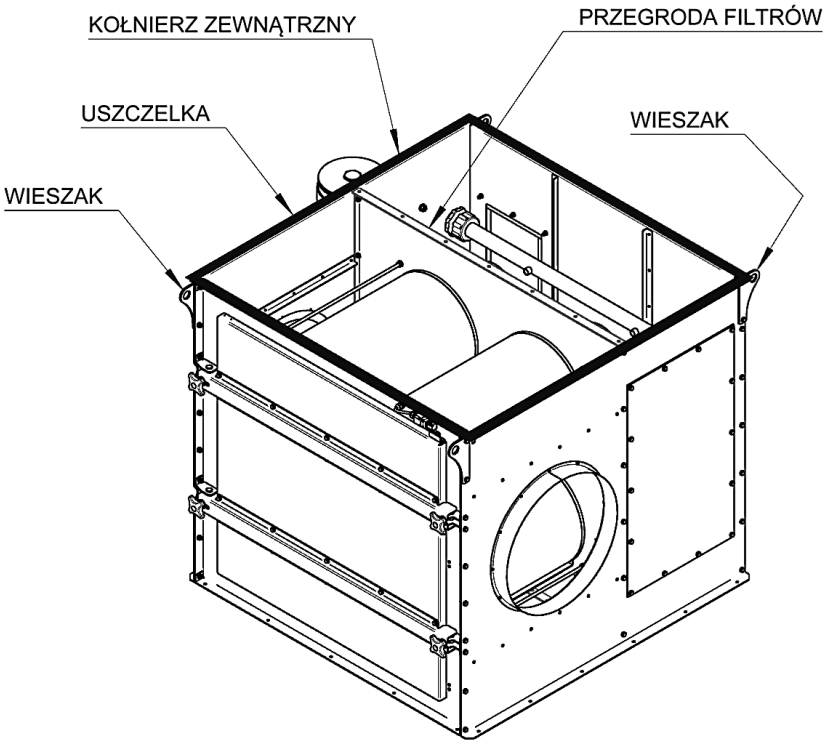

Rysunek 21 Komora filtracyjna
D. Nałożyć pierwszą komorę filtracyjną na ramę nośną. Użyć wieszaków zamontowanych w narożach komory – patrz Rysunek 21 na str. 33. Zwrócić uwagę na doleganie powierzchni przylegających i stan uszczelnienia. Skręcić elementy śrubami M8 dołączonymi do urządzenia.
⚠	Podczas skręcania komór urządzenia ze sobą na kołnierzu zewnętrznym zwróć uwagę, aby połączyć komory również wewnątrz w miejscu przegrody filtracyjnej – patrz Rysunek 21!